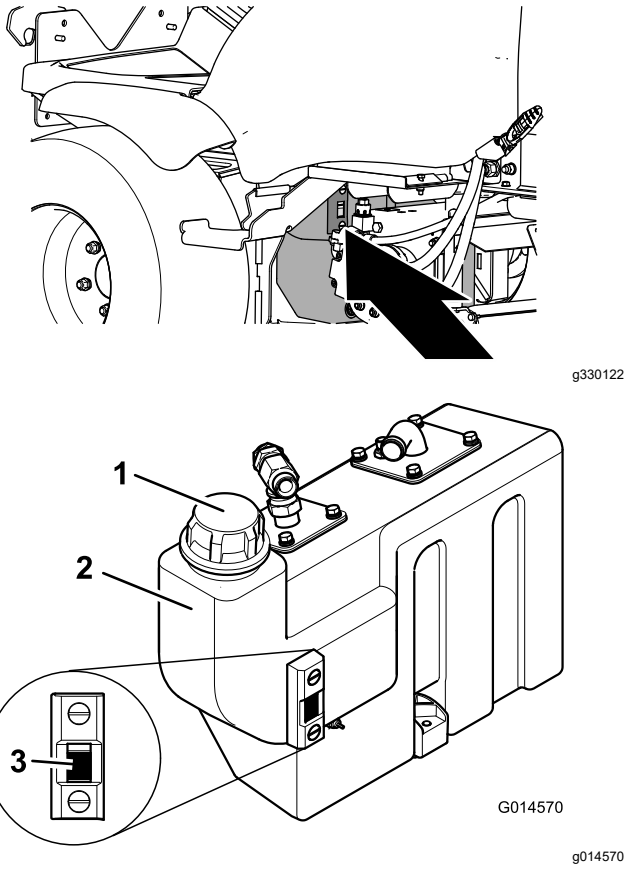

Figur 70
4. Gör rent omkring påfyllningsröret och hydraultanklocket (Figur 70).